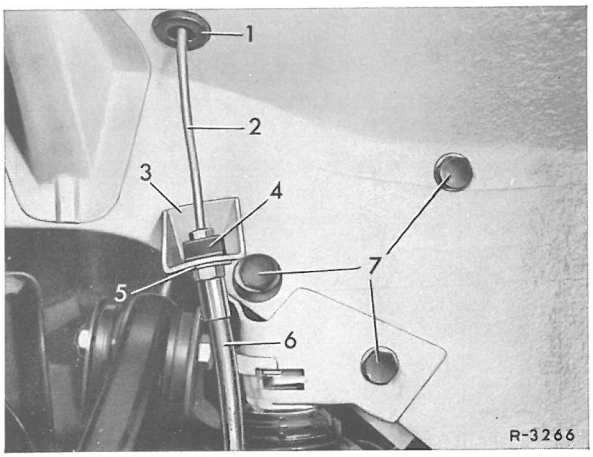

Fig.46-10/3
5 Styrearm(23)befæstiges på forhjulsspindelen under anvendelse af en ny holder(21) fig.46-10/2. Sekskantbolt (20)spændes med det foreskrevne tilspændingsmoment og sikres (tilspændingsmoment se arb.nr. 46-0).